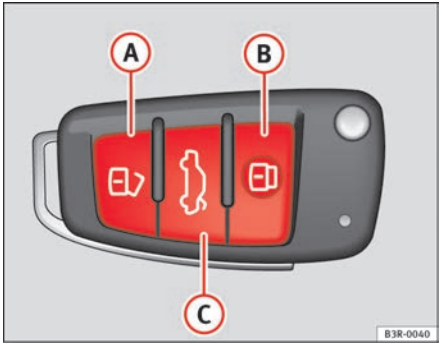

Fig. 76 Remote control key: Control buttons
– Press button (A) ⇒ fig. 76 for about 1 second. ▶